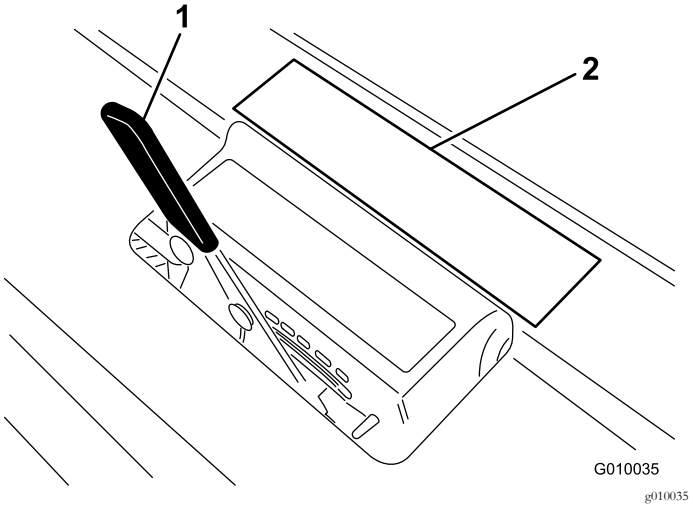

Figur 27
3. Læg tinen på tinedybdemærkaten (Figur 27) med den ene ende flugtende med den ønskede luftningsdybde (se tineskabelonen på mærkaten).